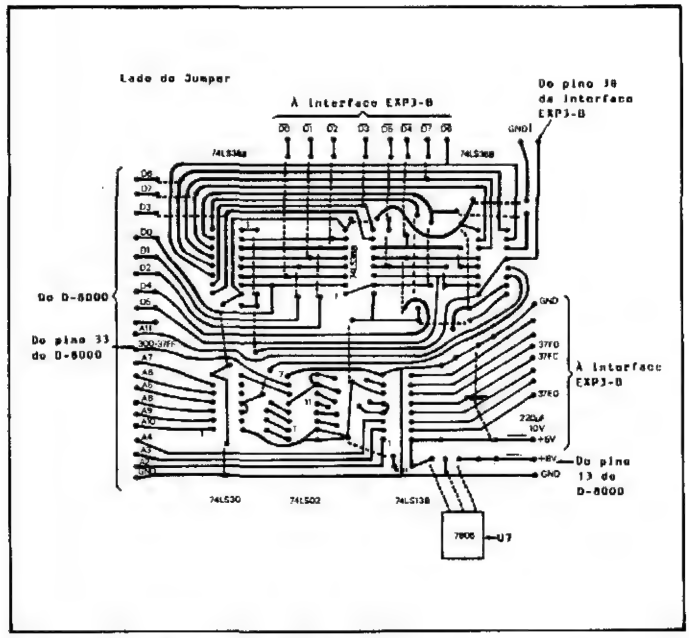

Figura 6 – Placa adaptadora vista por cima
- Figura 6 – placa adaptadora vista por cima (lado dos componentes), mostrando a localização do CI 7805, do eletrolítico 220 µ Fx10V e dos jumpers;